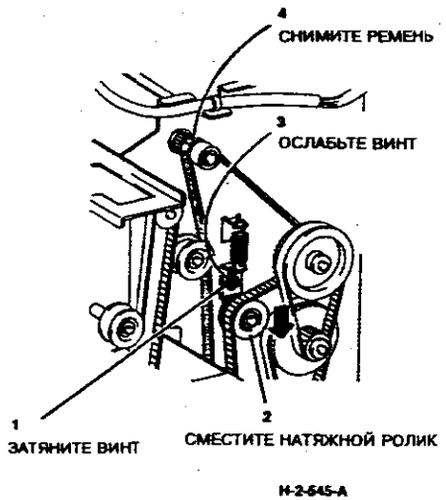

**Рисунок 1. Снятие приводного ремня транспортера**
3. (Рисунок 1) Снимите ремень транспортера с приводной шестерни выходного ролика.